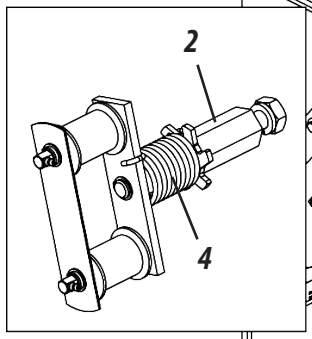

Figure 32
Seed adjustments are done using the Speed Box (1). Invert the chain from drive **"A"** gear to driven **"B"** gear **as shown in figure 32** in order to obtain more adjustments. Proceed as follows to invert the chain:
FERTILIZER CONDUCTOR - FERTISYSTEM (FIGURES 32/33)